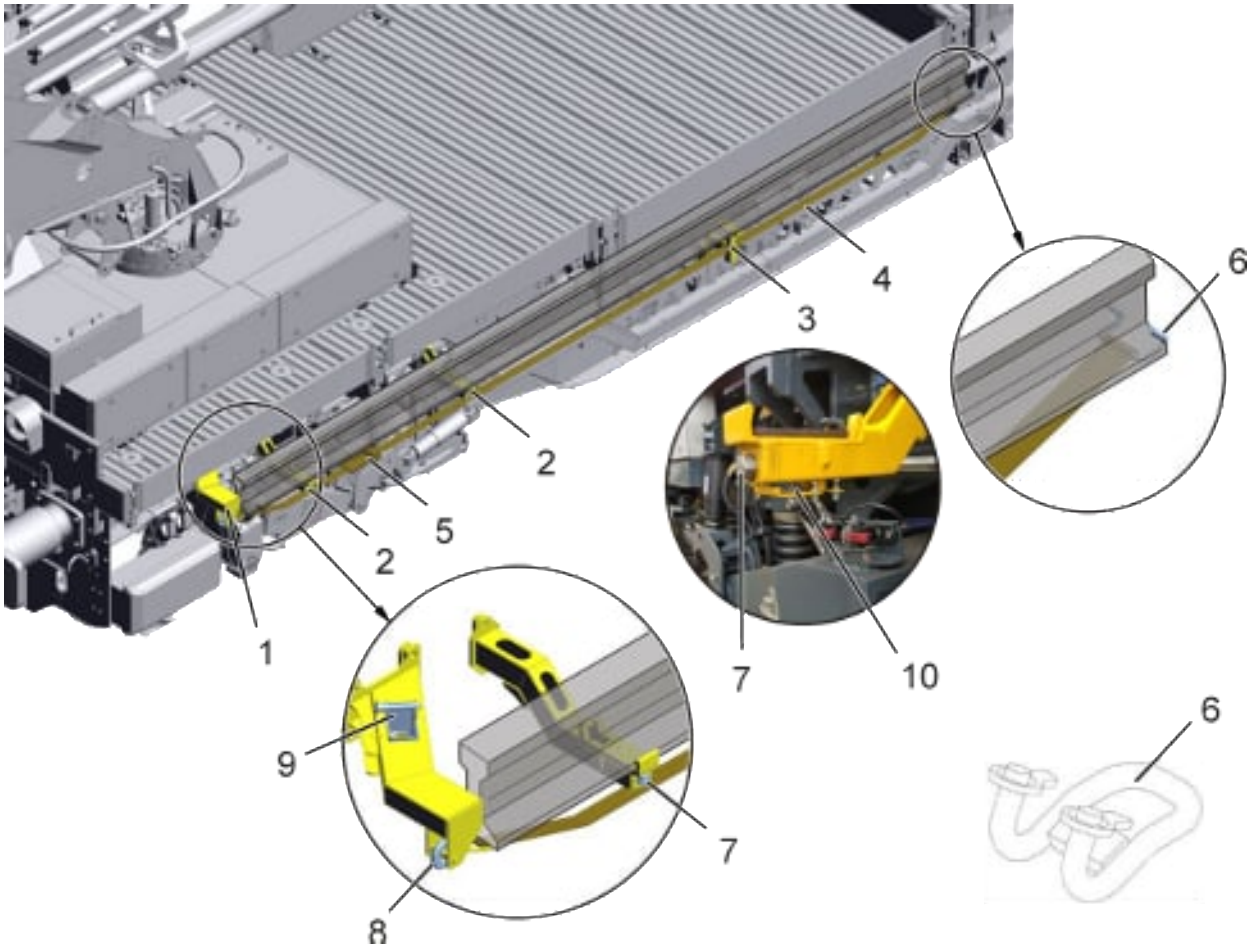

Fig. 130: Fissaggio dello spezzone di rotaia sulla fiancata del veicolo (vista laterale, esempio con una rotaia di 6 m)
Assicurare gli spezzoni di rotaia in modo che non possano sollevarsi né spostarsi di traverso; a questo scopo serrare i dispositivi di bloccaggio stringendo la vite esagonale, cfr. Fig. 130 (7), con la chiave inglese (SW 30).